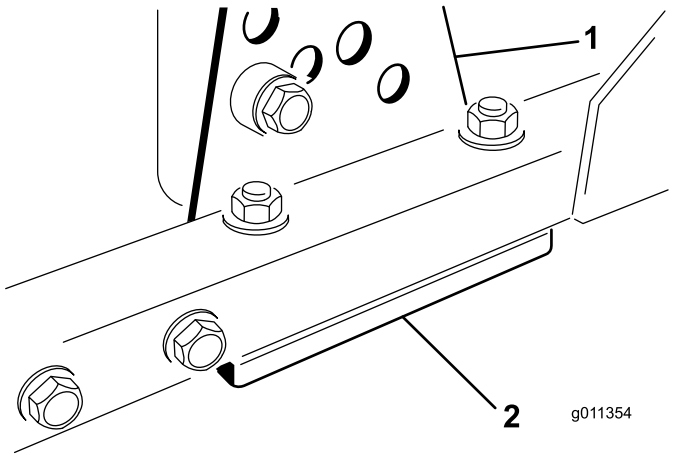

Figur 67
1. Fjern klippehøjdebeslaget (foran, venstre eller højre) fra skjoldrammen (Figur 67).
2. Juster afstandsstykkerne på 1,5 mm og/eller afstandsstykket på 0,7 mm mellem skjoldrammen og beslaget for at opnå den ønskede højdeindstilling (Figur 67).